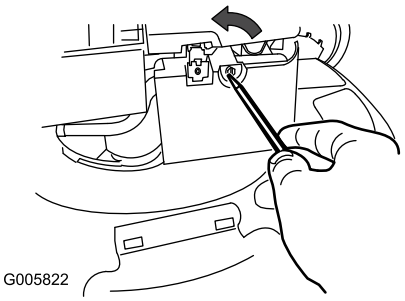

Bild 19
1. Öffnen Sie die Luftfilterabdeckung mit einem Schraubenzieher (Bild 19).